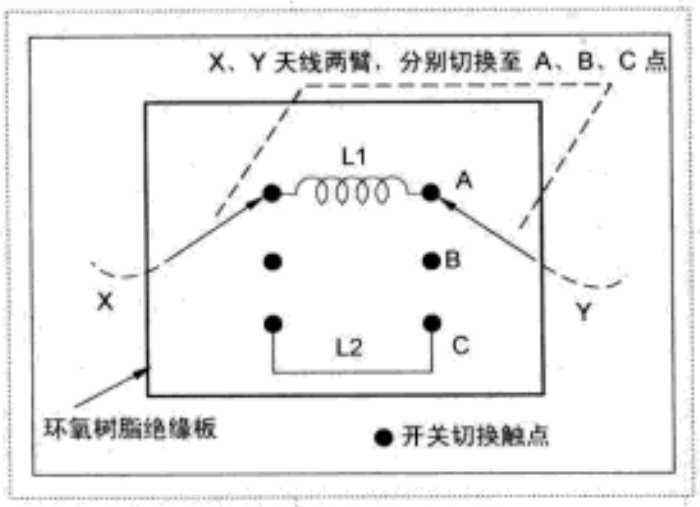

图6 天线工作模式/波段切换控制板
3. 天线底部控制板制作。天线底部控制板，尤其是底部控制绝缘板的连接决定着天线谐振形式和天线基础结构的转换，也决定着天线制作成功与否。如图6所示，40m天线两臂间隔绝缘板悬空时(接B点)天线为普通的偶极“倒V”，如果天线两臂短路（接A或 C点），则天线变成了标准的LOOP天线。按照图示，打孔，预留天线安装位置。天线两臂在绝缘板上间距为5~6cm即可，A、B、C间距为2~3cm。